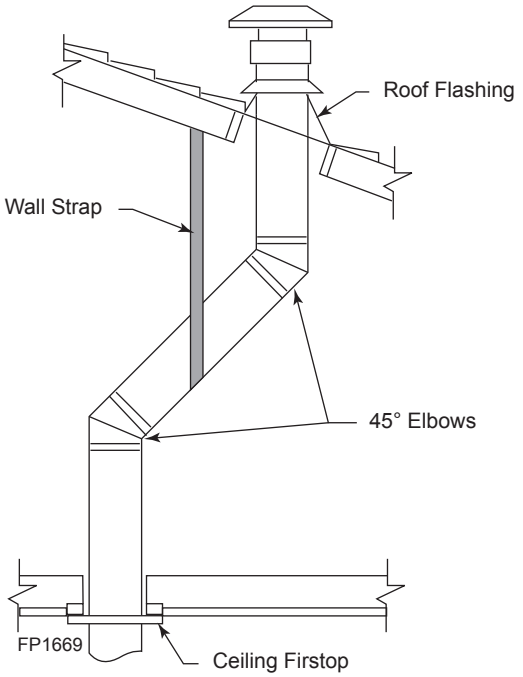

Figure 24 - Offset with Wall Strap and 45° Elbows
1. Determine the route your vertical venting will take. If ceiling joist, roof rafters or other framing will obstruct the venting system, consider an offset. *Refer to Figure 24* to avoid cutting load bearing members.